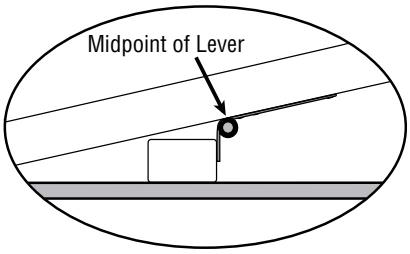

Figure 7.2. Side view of base, hinge, block, and lever.
1. Place the hinge on the launch lever (2 by 3 wood length) so that the pivot pin of the hinge is at the midpoint of the length of the launch lever. Mark the location for the screws. See Figure 7.2. (If you want to be able to move the hinge to a different location as explained in "Alternate Hinge Location" below, this is the best time to mark the additional mounting holes.)